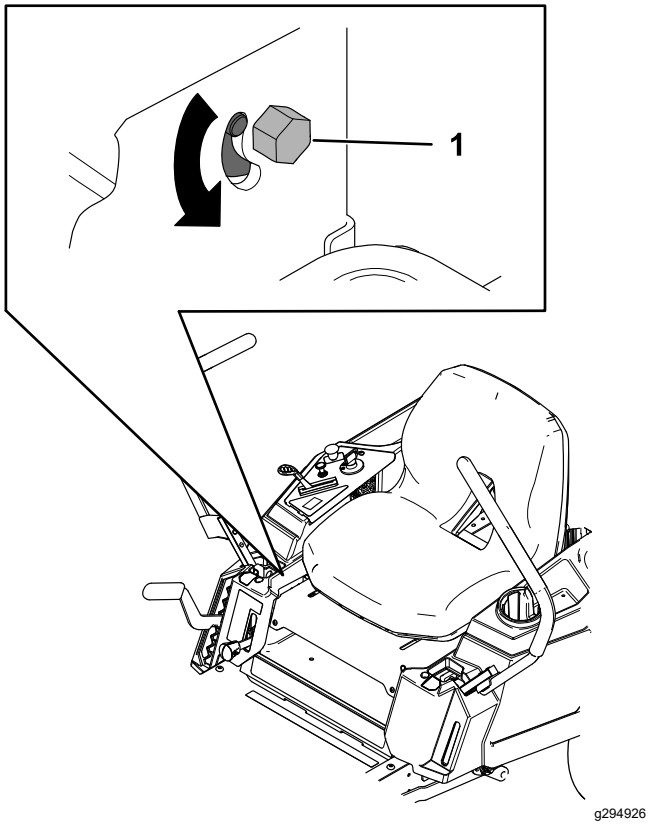

Figur 54
3. Find bolten til sporingsjustering i nærheden af bevægelseshåndtaget på den side, der skal justeres (Figur 54).